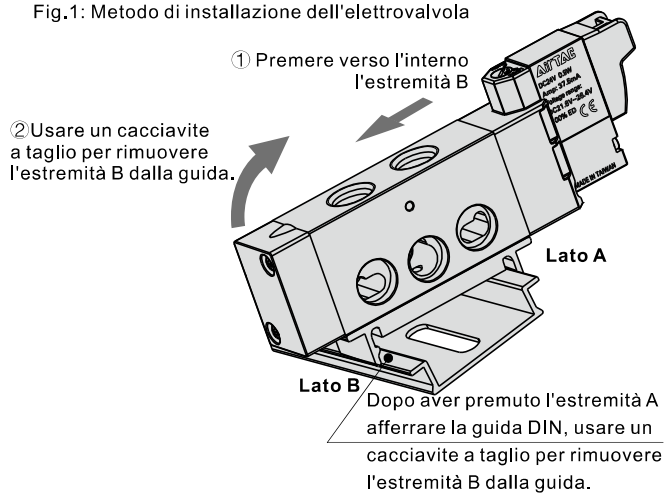

Fig.2: Metodo per rimuovere l'elettrovalvola
5. Per rimuovere l'elettrovalvola dalla guida DIN fare riferimento ai dettagli in “Fig.2”.